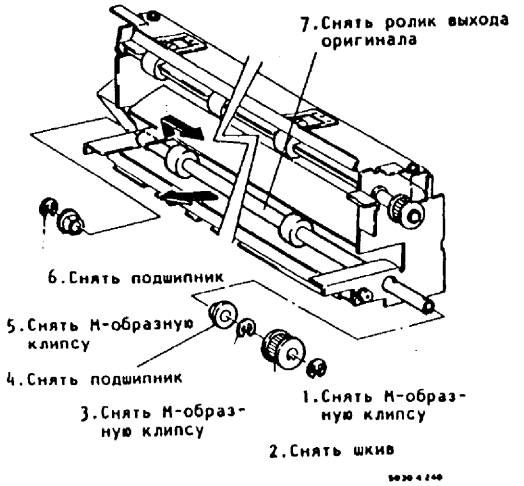

Рис.7. Снятие ролика выхода оригинала
9. (Рис.7): Снять ролик выхода оригинала.